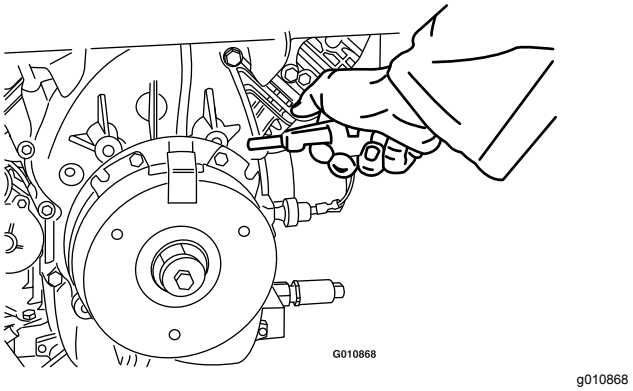

Figur 73
2. Brug en luftkompressor til at blæse snavs ud under bremsestangen og omkring bremseafstandsbøsningerne (Figur 73).